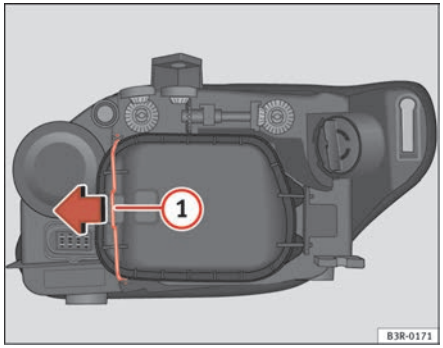

Fig. 204 Dipped headlights
Although it is not necessary, previously remove the rigid cover ⇒ page 263, fig. 204 for easier turn signal bulb changes. ■
- Move the brace ⇒ fig. 204 (1) in the direction of the arrow and remove the rigid cover, separating the brace side and then removing the two tabs from the other end of the cover.